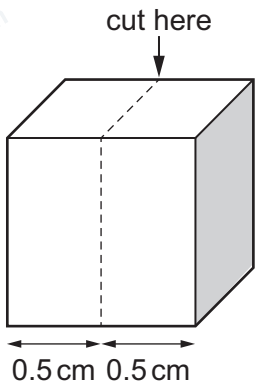

Figure 1.2
step 3 Put one of the remaining cubes of potato onto the white tile. Use the ruler and scalpel to measure and cut the cube of potato as shown in Figure 1.2. This will make **two** equal-size pieces. The total surface area of the two pieces is 8 cm^2.